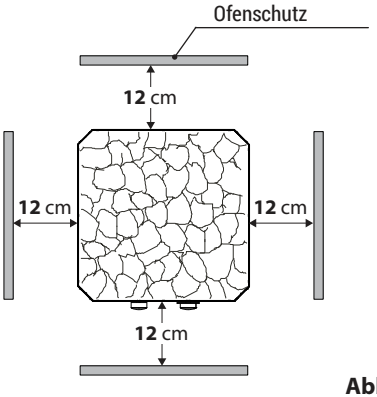

Abb. 2
- Der Abstand zwischen Ofenschutz bzw. Liegebank und anderen brennbaren Materialien zum Ofen muss mindestens 12 cm betragen. (Abb. 2)